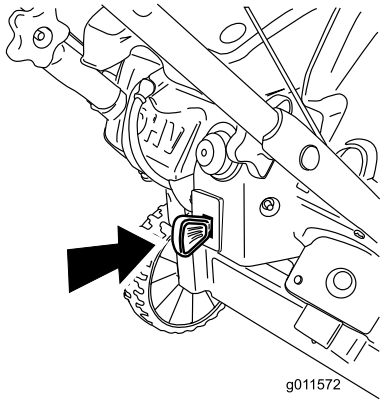

Figur 15
1. Trykk tenningsnøkkelen helt inn til På-stillingen (Figur 15).